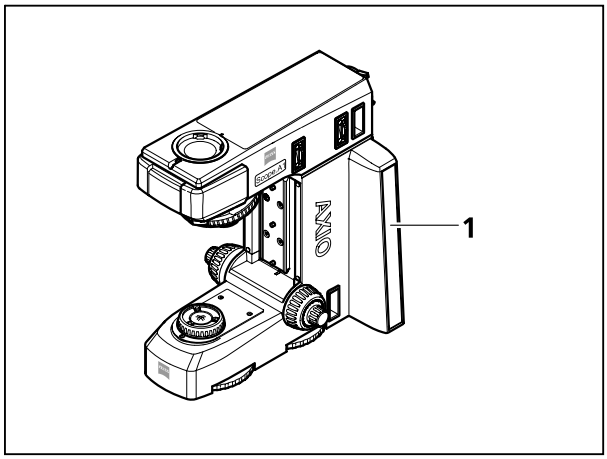

Bild 3-1 Mikroskop aufstellen
- Das Mikroskopstativ (Bild 3-1/**1**) auf einer schwingungsfreien, ebenen, harten und nicht brennbaren Unterlage aufstellen.